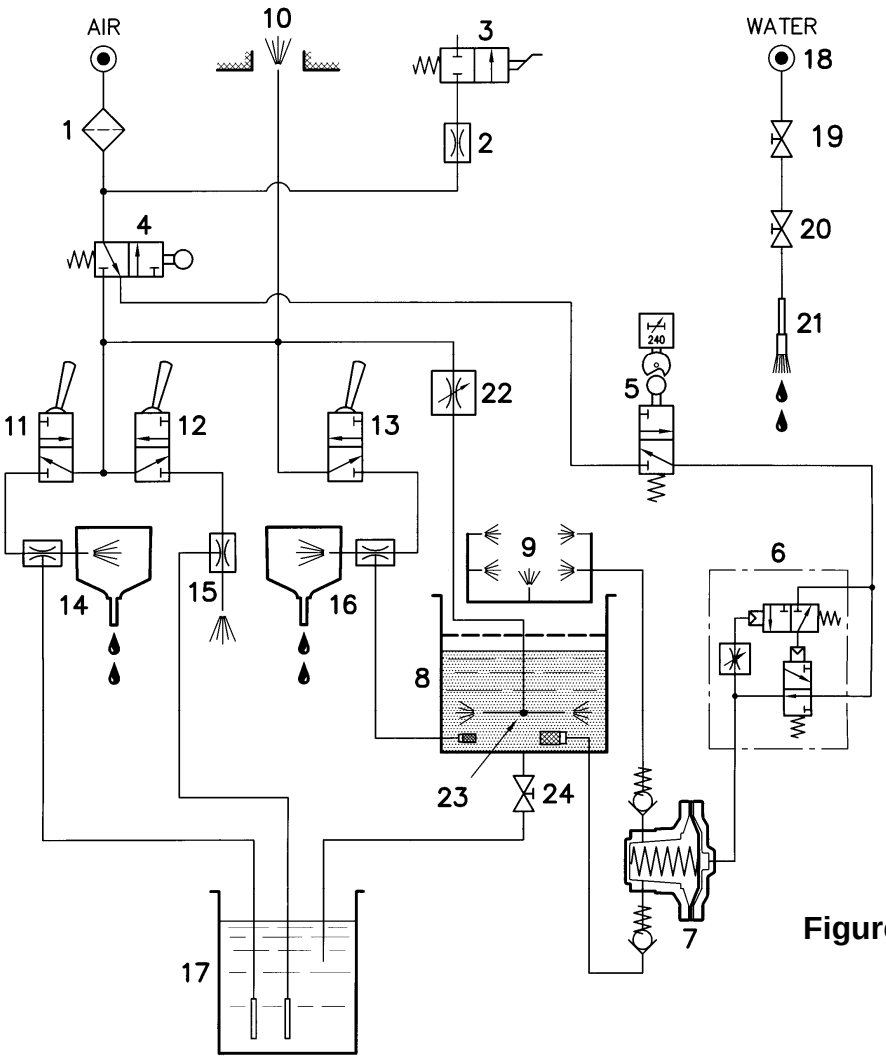

Figure 5
9.1. INSTALLATION HYDROPNEUMATIQUE (Cf. fig. 5)